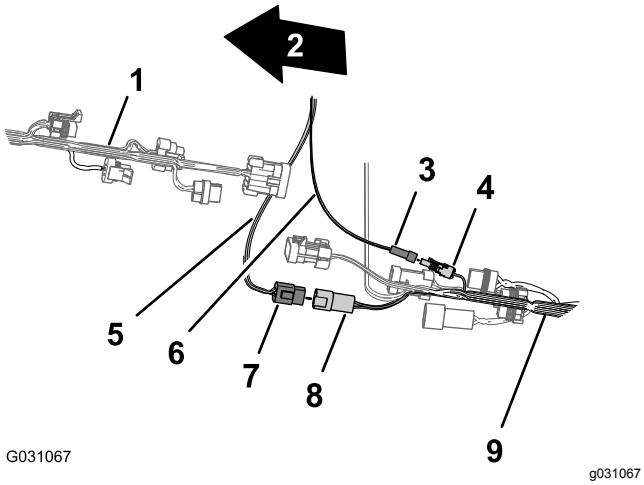

Figur 169
3. Anslut kontakten med fyra stift på datakablaget för CAN 2-/sprutreglaget till kontakten med fyra uttag på det bakre kablaget för CAN 2-/sprutreglagekretsen (Figur 169).
4. Anslut kontakten med ett uttag på elkablaget till kontakten med ett stift på det bakre huvudkablaget (Figur 169).